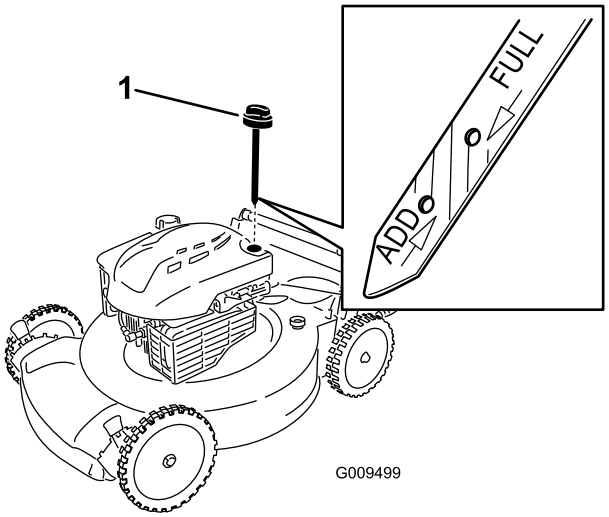

Figur 24
6. Ta ur oljestickan ur oljepåfyllningsröret (Figur 24).